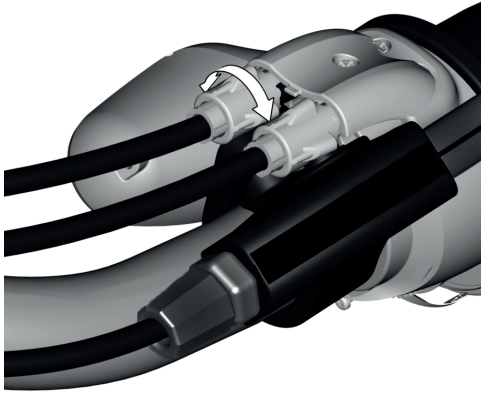

Afbeelding 42: Verminderen of vergroten van de speling van de kabel door de bus aan de draaiversteller te draaien
2. Stel de kabelspeling in (zie afbeelding 42):